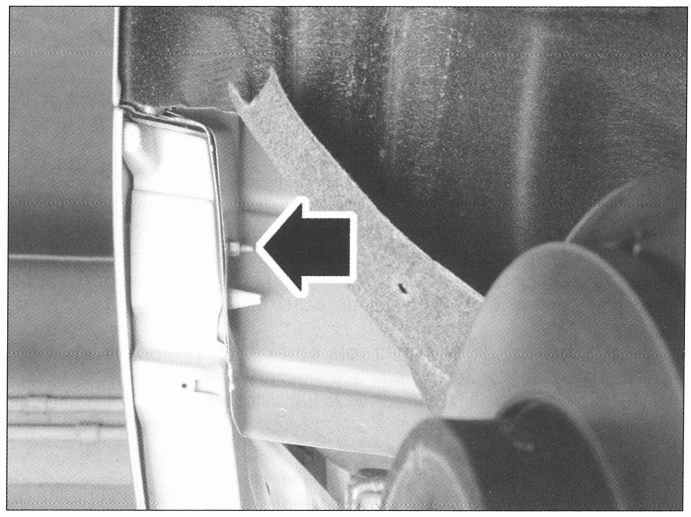

FIG. 92
- los tornillos de fijación del parachoques en la aleta **(fig. 92)** (lado izquierdo en la ilustración).